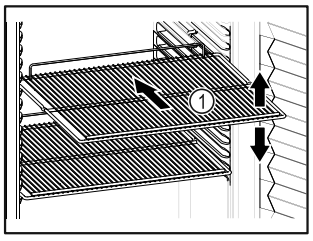

Fig. 61 Reprezentare exemplificativă
❑ Dacă polițele *Fig. 61 (1)* pot fi mutate, adaptați-le în funcție de înălțime.